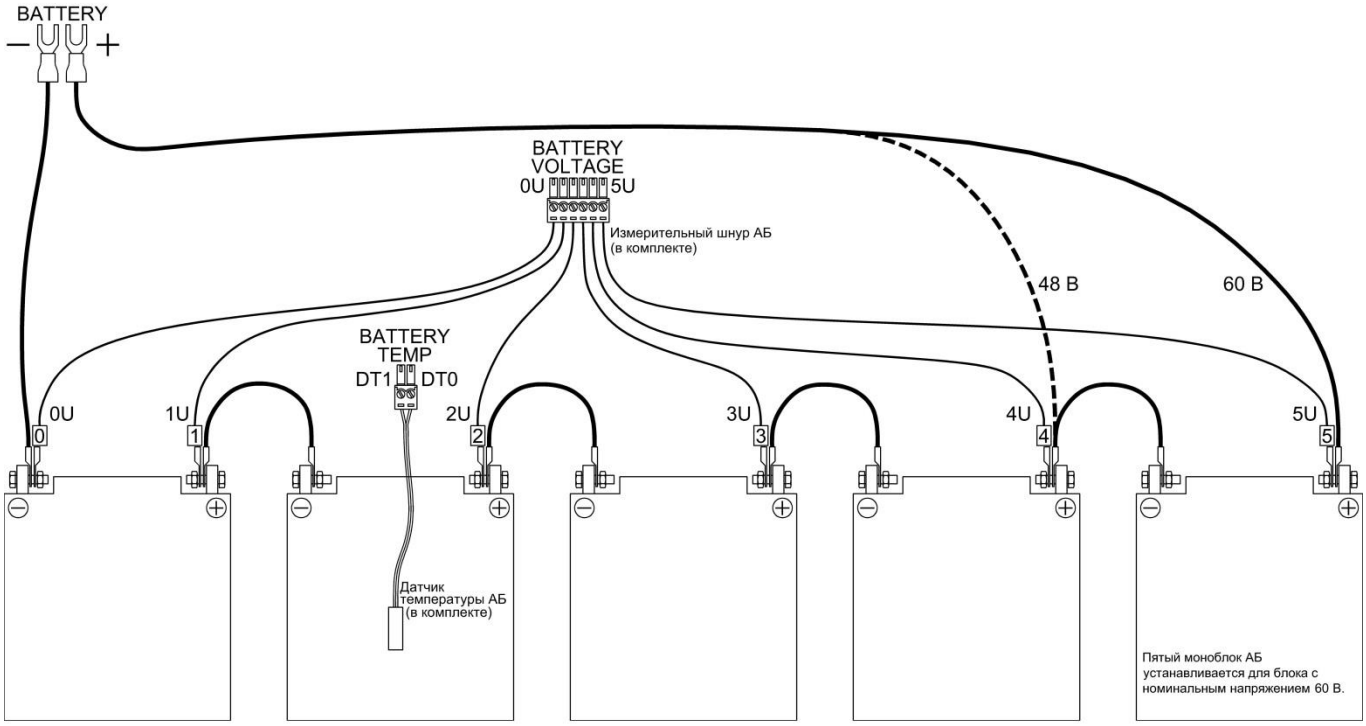

Рис. 7. Подключение АБ.
3. Произвести соединение батареи согласно схемы на рис.7. При подключении использовать провода сечением не менее рекомендуемым в таблице 5. Соединить плюсовой полюс АБ с плюсом клеммника **BATTERY**, а минусовой полюс АБ с минусом клеммника **BATTERY**.
4. Подключить измерительный шнур контроля напряжения на моноблоках АБ к разъему **BATTERY VOLTAGE**. Наконечники подключить к клеммам АБ согласно рис.7.
6. Датчик температуры закрепить на корпусе одного моноблока АБ, разъем подключить к вилке **BATTERY TEMP** на задней панели блока (рис. 7).